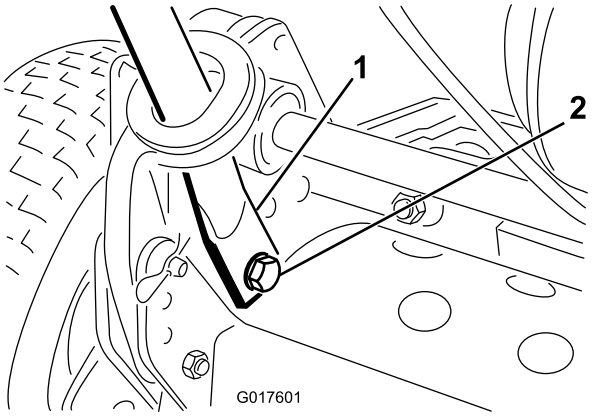

Figur 3
4. Klem håndtaksendene innover, og monter dem på monteringspinnene (Figur 3).
5. Fest håndtaksendene til monteringspinnene med boltene, skivene og låseskivene som du fjernet tidligere (Figur 3).
6. Fest styrarmene til bakdelen av rammen ved hjelp av hårnålssplintene og ringsplintene som du fjernet tidligere (Figur 3).